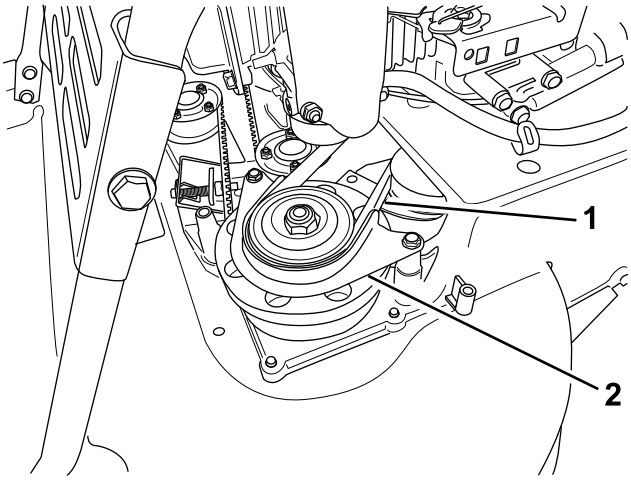

Figuur 36
6. Verwijder de riemkap van de mesremkoppeling (Figuur 36).